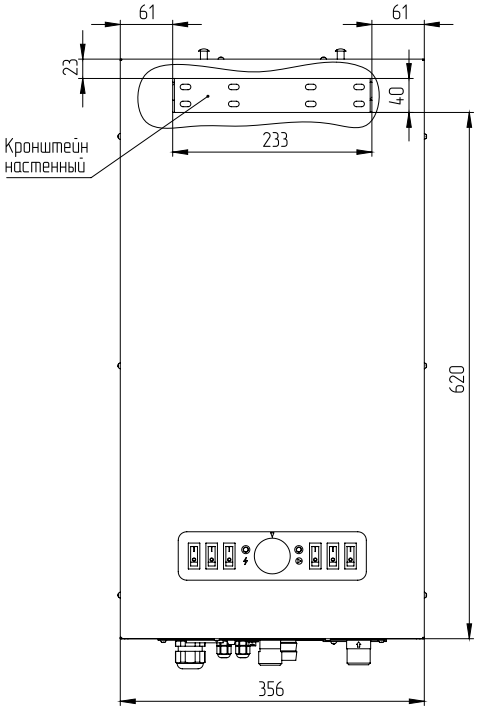

Рис.4 Позиционирование котла относительно кронштейна
6.4.1. В котле установлен возвратный датчик перегрева на 95°С (поз.7, Рис.5). При его срабатывании котел отключает нагрев (отключается контактор (поз.13, Рис.1В), но циркуляционный насос продолжает работать, отводя горячий теплоноситель в систему отопления. Датчик подключается к колодке подключения датчиков (поз.7, Рис.4) и может быть заменен в случае выхода из строя.
• Термостат подключен или к «ТЭНБ 1» (поз.2, Рис.4) или к «ТЭНБ 2» (поз.3, Рис.4). В данном случае с помощью термостата мы подключаем только 50% мощности, что дает нам возможность при установке котла резервировать мощность на будущее или просто использовать половину ресурса котла, и каждый год переподключать термостат, обеспечивая равномерный износ котла;
• Подключено 2 термостата или управляющих реле к «ТЭНБ 1» (поз.2, Рис.4) и к «ТЭНБ 2» (поз.3, Рис.4).